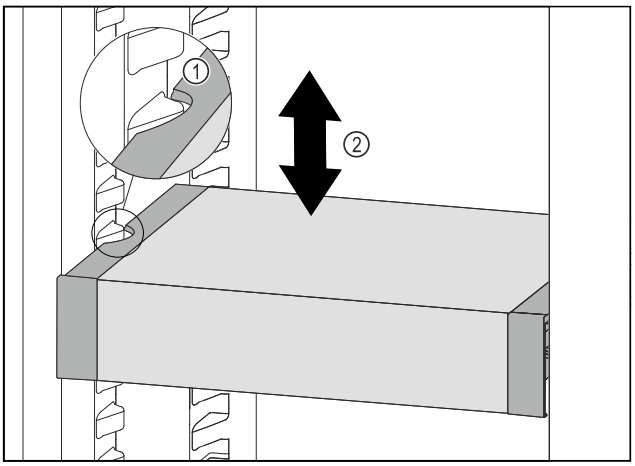

Fig. 209
▶ Trageți în față VarioSafe, până când degajările laterale ale VarioSafe se află la înălțimea nervurii recipientului din frigider. *Fig. 209 (1)*
▶ Mișcați în sus sau în jos VarioSafe în frigider, până când este atinsă înălțimea dorită. *Fig. 209 (2)*